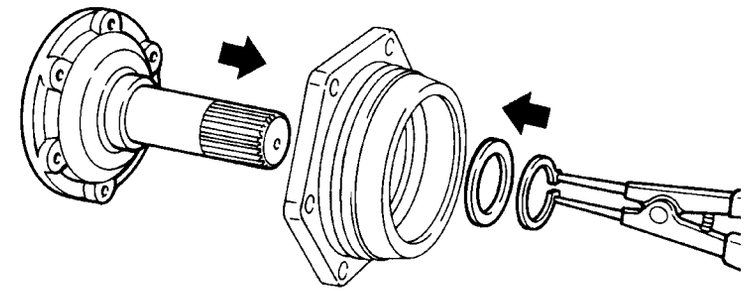

Fig.11
- Use a suitable puller and introduce a spacer to remove the roller bearing (**Fig.11**); repeat the operation on the other side.